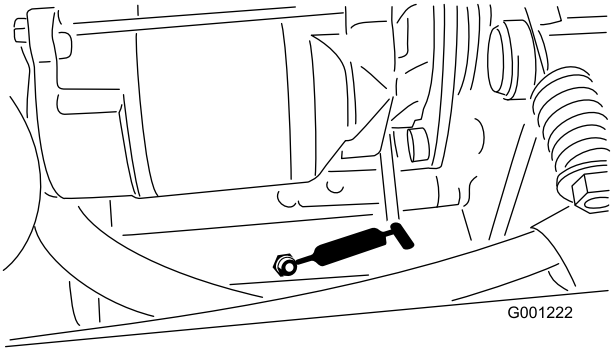

Figur 39
- Kraftuttaksspenningstapp (Figur 39)
- Bakre kraftuttakslager (Figur 39)